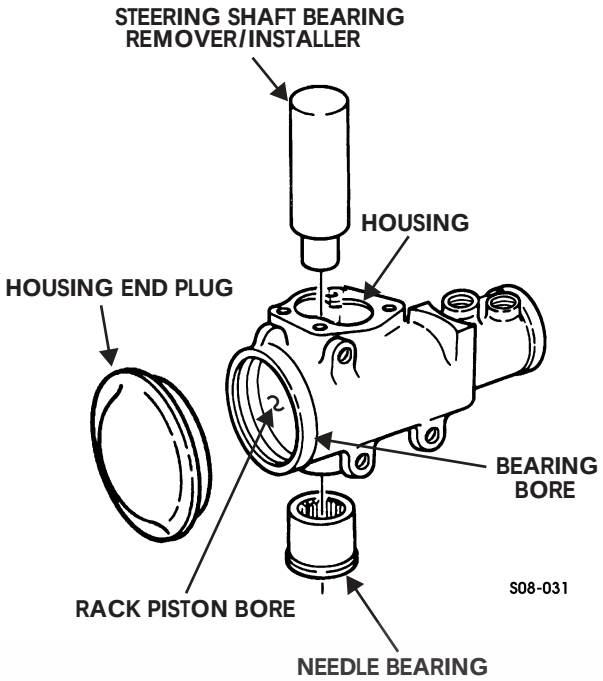

Figure 8-40: Needle Bearing
3. Inspect needle bearing for damage or wear. Replace needle bearing if damaged or inside diameter is worn below 1.25 in. (31.750 mm). If damaged or worn, replace needle bearing as follows (Figure 8-40).
7. Inspect housing end plug for cracks, and chipped edges. Replace housing end plug if damaged (Figure 8-40).